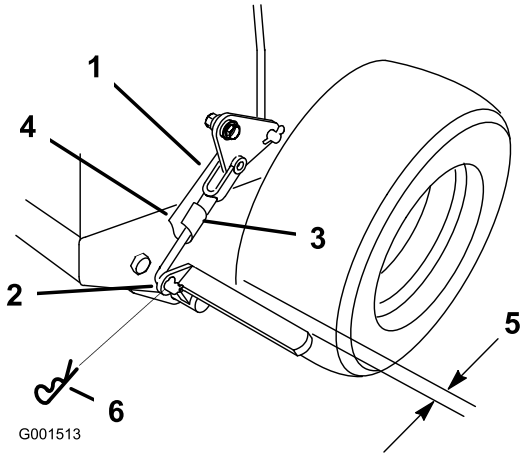

Figur 42
3. Avlägsna fjäderns hårnålssprint från den nedre bromslänken (Figur 42).
4. Vrid det nedre bromslänkoket medurs in i oket för att dra åt parkeringsbromsen eller moturs ut ur oket för att lossa parkeringsbromsen (Figur 42).
Obs: Det ska vara ca 8 mm spel mellan däcket och den platta stången när parkeringsbromsen är frikopplad (Figur 42).
5. Fäst den nedre länken i den nedre bromsspaken med hjälp av hårnålssprinten och sprintbulten (Figur 42).